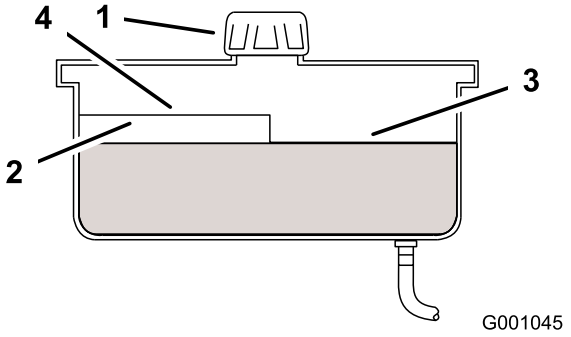

Figur 75
2. Rengör området runt påfyllningsröret till hydraultanken (Figur 75).
3. Skruva av tanklocket på påfyllningsröret. Titta inuti och kontrollera om det finns någon olja i behållaren (Figur 75).
Obs: Oljenivån ska nå upp till överkanten på markeringen för varmt på skärmen, när oljan är varm (Figur 75).